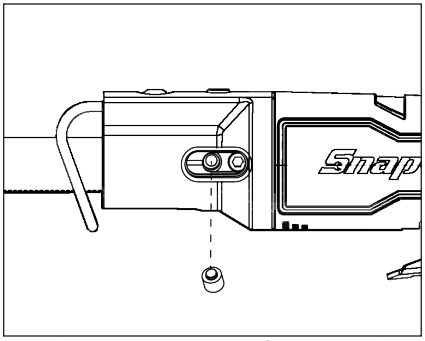

Afbeelding 4: Uitlijnen van de PTRS1000 stelschroef
6. Haal de voorste stelschroef aan tot 15-20 in-lbs. Als u de PTRS1000 met een zaagblad van 6 inch gebruikt, moet u deze stelschroef uitlijnen met het gat in het zaagblad. (afb. 4)